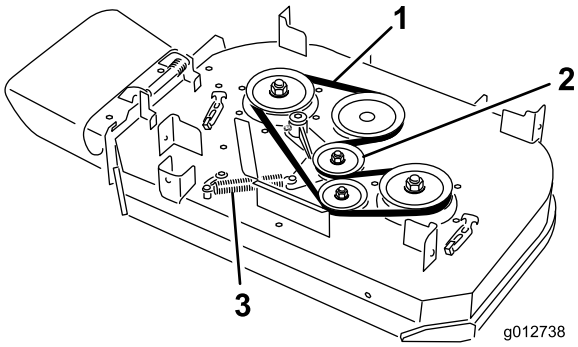

**Figur 65**
4. Fjern fjæren fra ankeret på lederullarmen (Figur 65).
5. Fjern den slitte klipperremmen (Figur 65).
6. Monter den nye klipperremmen rundt clutchremskiven, klippeenhetens remskriver og lederullen (Figur 65 ).
7. Monter fjæren på ankeret på lederullarmen (Figur 65).
6. Monter den nye klipperremmen rundt klipperremskivene og lederullen (Figur 65 ).
5. Fjern fjæren fra ankeret på lederullarmen (Figur 65).
6. Fjern den slitte klipperremmen (Figur 65).
7. Monter den nye klipperremmen rundt klipperremskivene, clutchremskiven og lederullen (Figur 65 ).
8. Monter fjæren på ankeret (Figur 65 ).